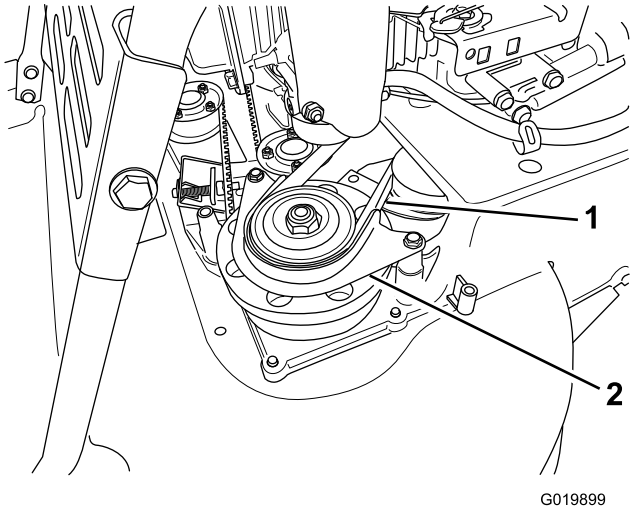

Figura 36
6. Retire el protector de la correa del EFC (Figura 36).